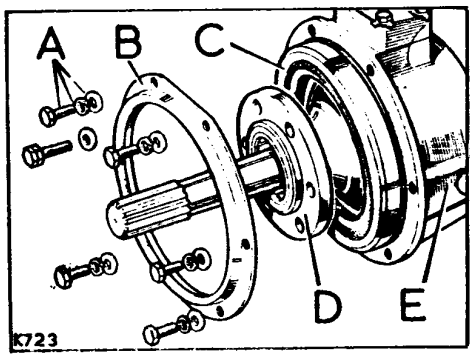

Fig. F1-42.- Retén de aceite para el cárter del pivote
1.1.- Desmontar el aro de retenida, B (Fig. F1-42).